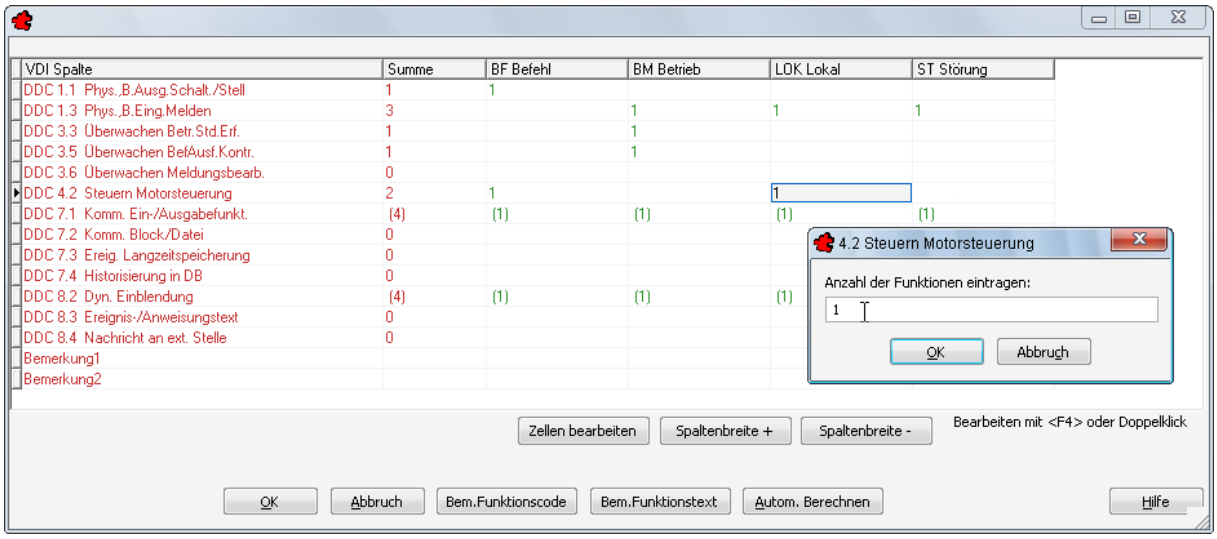

Bild 31.13 – Zuordnen der Anforderung *Lokal* zur Spalte *4.2 Motorsteuerung*
- Öffnen Sie die Zelle *(DDC 4.2 Steuern Motorsteuerung / LOK Lokal)*. Daraufhin erscheint die Dialogbox *Zellen bearbeiten* (Abb. 31.13).